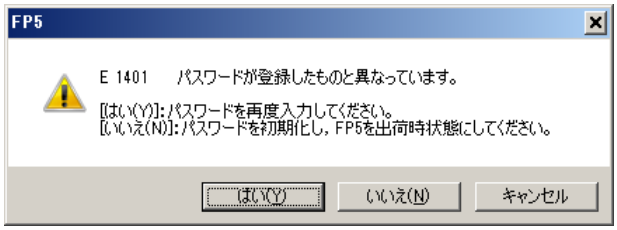
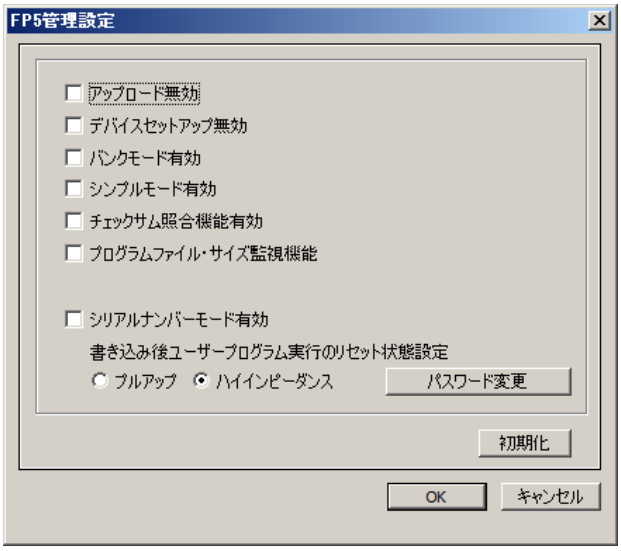

図 1.33 FP5 ダイアログ
図 1.34 FP5 管理設定ダイアログ
パスワードを[パスワード]ボックスに入力して OK を押してください。パスワードが一致すると図 1.34 のダイアログが開きます。パスワードが異なると，図 1.33 のダイアログが開きます。
- FP5 管理設定ダイアログの設定（図 1.34 参照）